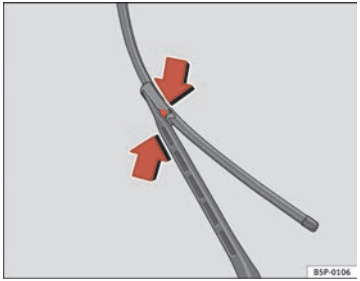

Fig. 171 Changing the front wiper blades
– Push the side buttons, free the blade and pull in the direction of the arrow ⇒ fig. 171